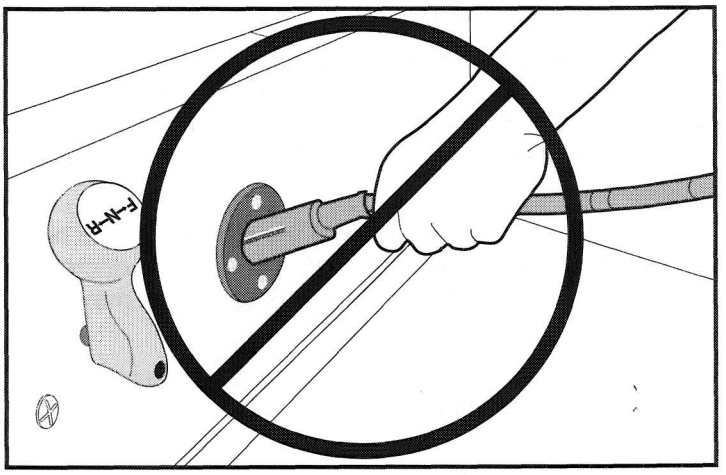

Figure 22
- DO NOT PULL ON THE CORD. (See Figure 22, Page 46) DO NOT TWIST, ROCK OR BEND THE PLUG. To disconnect the charger plug from the vehicle receptacle, grasp the plug by the handle and pull the plug straight out of the receptacle.
- FAILURE TO FOLLOW THESE INSTRUCTIONS COULD RESULT IN DAMAGE TO THE CHARGER CORD, THE PLUG, AND (OR) THE VEHICLE'S RECEPTACLE.